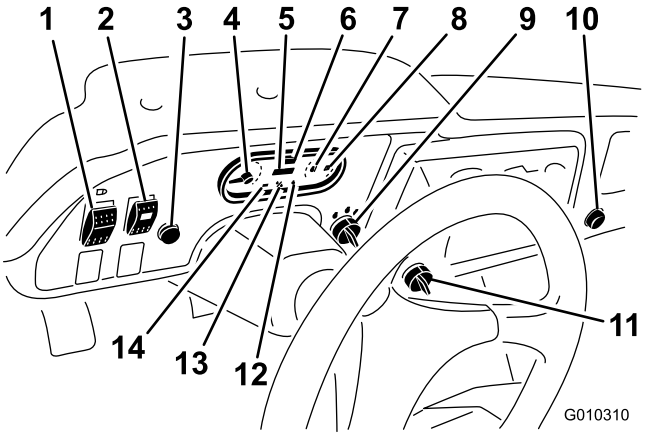
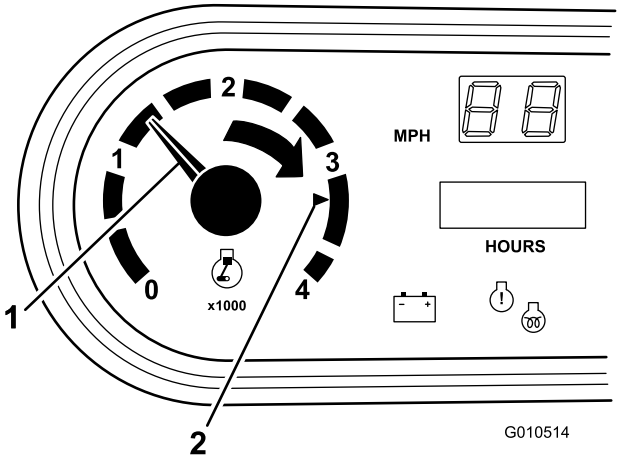

Figur 8
Figur 9
Tändningslåset (Figur 8) används för att starta och stänga av motorn. Det har tre lägen: av, på och start. Vrid nyckeln medurs till startläget så att startmotorn går igång. Släpp nyckeln när motorn startar. Nyckeln kommer att flyttas till det påslagna läget automatiskt. Stäng av motorn genom att vrida nyckeln moturs till det avstängda läget.
Anger total tid som maskinen har använts. Timmätaren (Figur 8) startas när tändningsnyckeln vrids till det påslagna läget (ON) eller om motorn går.
Om du sätter omkopplaren (Figur 8) i lågväxelläget och tar ut nyckeln är treans växel spärrad i högväxelläget. Motorn stängs av om växelväljaren läggs i trean när högväxelläget är valt. Nyckeln kan tas ut i valfritt läge.
Använd denna omkopplare (Figur 8) för att slå på och av strålkastarna.
Varningslampan för oljetryck (Figur 8) tänds om motorns oljetryck sjunker till under en säker nivå när motorn är igång. Om lampan blinkar eller lyser med ett fast sken måste du stanna fordonet, stänga av motorn och kontrollera oljenivån. Om oljenivån är låg men oljetryckslampan fortfarande lyser efter påfyllning och omstart, måste du omedelbart stänga av motorn och kontakta din lokala Toro-återförsäljare för att få hjälp.
Glödstiftslampan (Figur 8) lyser röd när glödstiften har aktiverats.
Visar kylvätsketemperaturen för motorn. Fungerar bara när tändningen är i det påslagna läget (Figur 8). Den röda indikatorlampan tänds och blinkar om motorn överhettas.
Tänds när batteriet är urladdat. Om lampan tänds under körning ska du stanna maskinen. Stäng av motorn och försök att hitta orsaken till felet, t.ex. generatorremmen (Figur 8).
Bränslemätaren visar hur mycket bränsle som finns i tanken. Den fungerar bara när tändningen är i det påslagna läget/förvärmingsläget (Figur 8). Röd lampa betyder att bränslenivån är låg och blinkande röd lampa betyder att tanken nästan är tom.
Vrid på brytaren för att aktivera hydrauliken med högt flöde (Figur 8).
Tryck på signalhornsknappen för att aktivera signalhornet (Figur 8).
Varvräknaren registrerar motorns varvtal (Figur 8 och Figur 9). En vit triangel visar önskat varvtal för körning med kraftuttag (Figur 9).
Registrerar maskinens hastighet (Figur 8). Hastighetsmätaren anger mph (miles/h) men kan enkelt växlas till visning i km/tim. Se Växla hastighetsmätare (sida 51).
Använd kraftuttaget (Figur 8) för att driva extra elutrustning på 12 V.